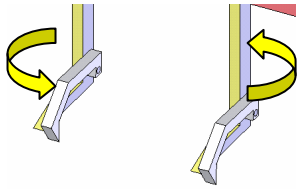

図 3
① アームを前にスライドさせる。
② スロープを出す。
③ ダミヤンの大きさにあわせてハンドまたはアームの幅を変える。(図 3)